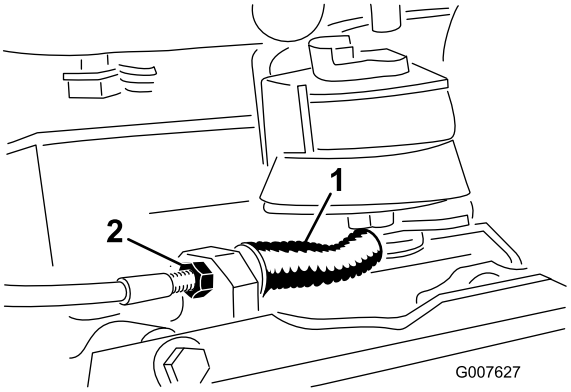

**Figura 37**
- Para diminuir a tensão do cabo, desaperte a porca frontal do cabo e aperte a porca traseira (Figura 37). Repita os passos 1 e 2 e reajuste, se necessário.
- Para aumentar a tensão do cabo, aperte a porca frontal do cabo e desaperte a porca traseira (Figura 37). Repita os passos 1 e 2 e reajuste, se necessário.